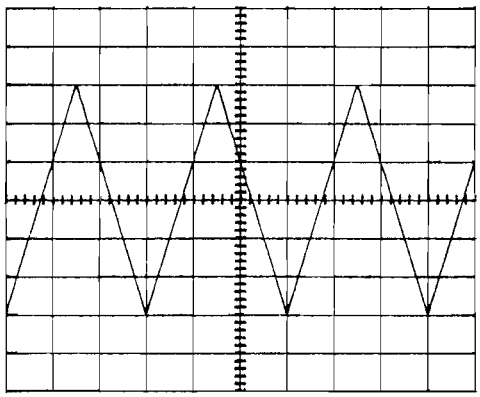

Figure 8K–1. *A6 Integrator Output Signal*
- Open the HP 8642 manual to Figure 8K-100. There are 3 diagrams of A6A2 (the A6 Module Counter/Timebase). Now, open the HP 8642 manual to the foldout on page 8K-102. There are 3 diagrams of A6A1 (the A6 Module FM Loop). One diagram is titled Simplified Block Diagram. It is a block diagram intended to be used to understand the basic operation of A6A1.